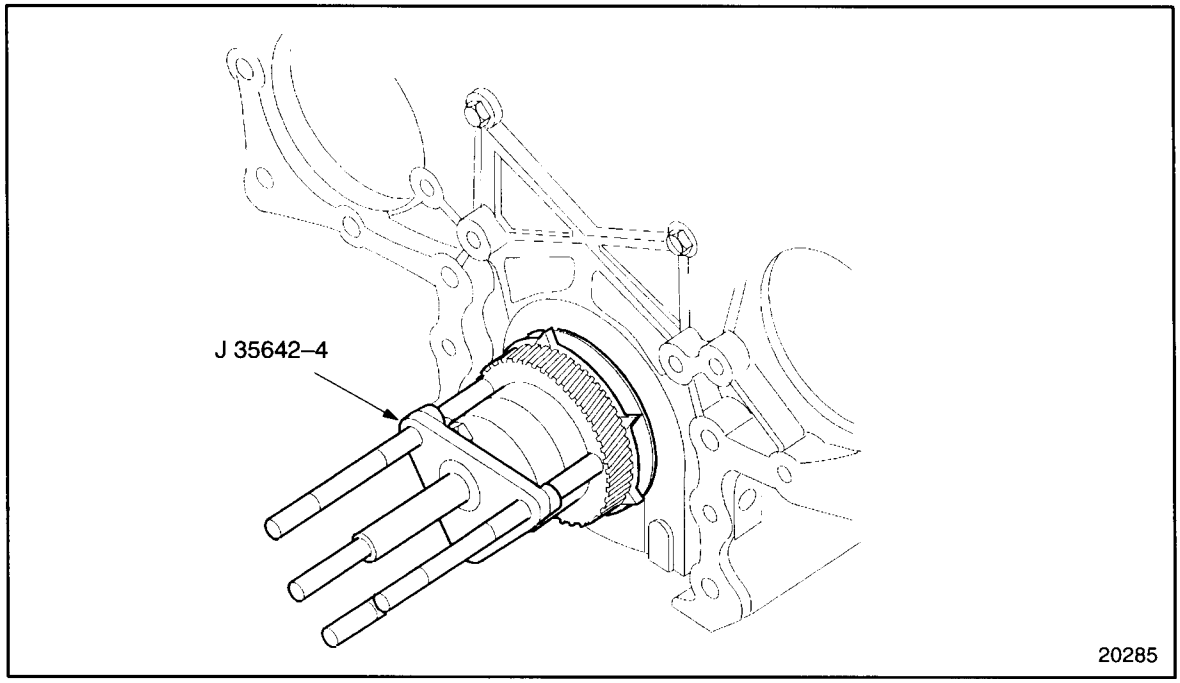

Figure 1-450 Pressure Plate Installation
7. Install J 35642-4 part of J 35642 to the three pulley legs. Seat the pressure plate against the flanges on the puller legs. See Figure 1-450.